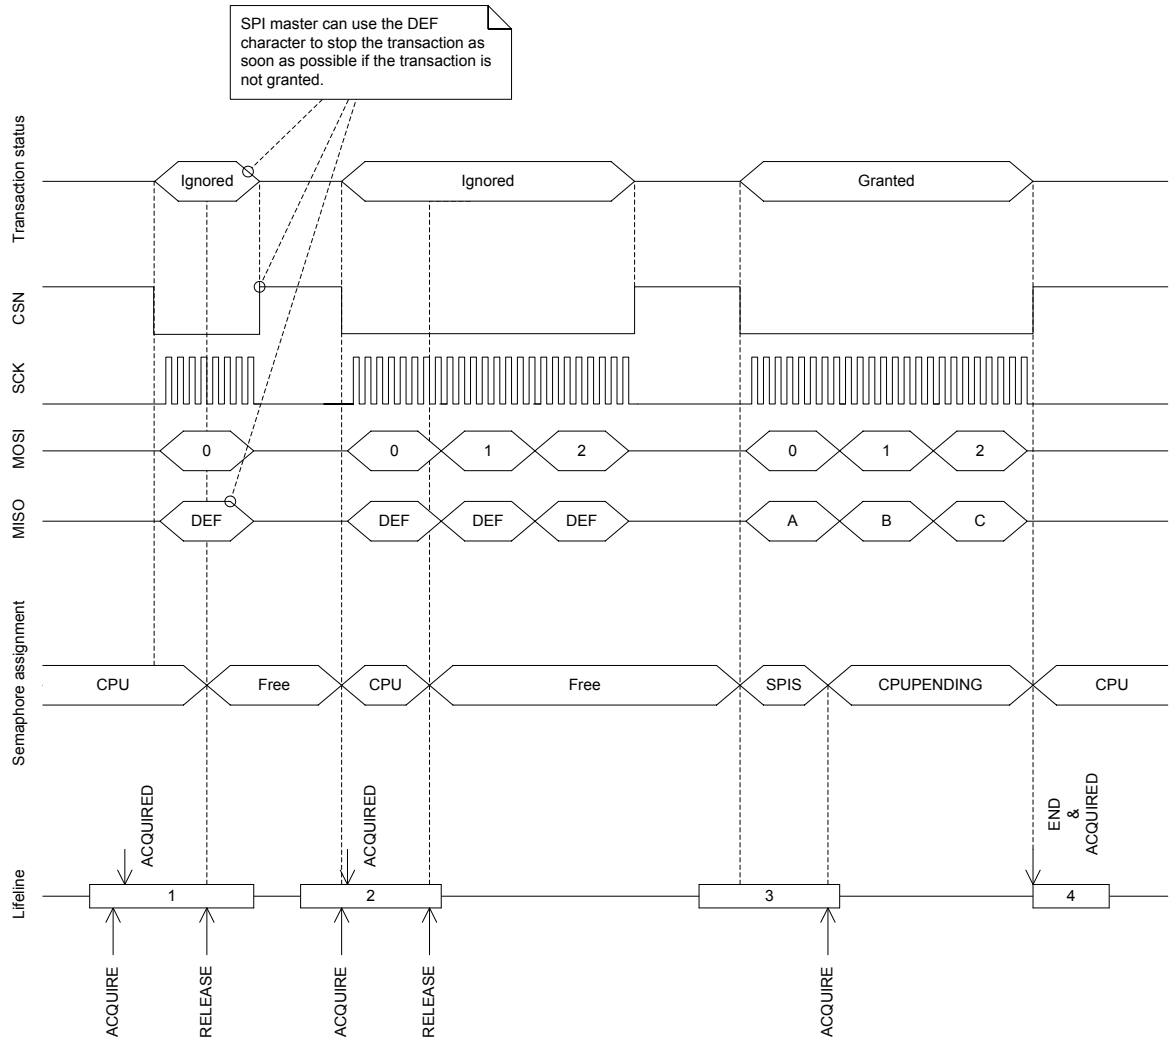

Figure 74: SPI transaction when shortcut between END and ACQUIRE is enabled
See *Figure 74: SPI transaction when shortcut between END and ACQUIRE is enabled* on page 294.
Before the CPU can safely update the RXD.PTR and TXD.PTR pointers it must first acquire the SPI semaphore. The CPU can acquire the semaphore by triggering the ACQUIRE task and then receiving the ACQUIRED event. When the CPU has updated the RXD.PTR and TXD.PTR pointers the CPU must release the semaphore before the SPI slave will be able to acquire it. The CPU releases the semaphore by triggering the RELEASE task. This is illustrated in *Figure 74: SPI transaction when shortcut between END and ACQUIRE is enabled* on page 294. Triggering the RELEASE task when the semaphore is not granted to the CPU will have no effect.
The SPI slave will try to acquire the semaphore when CSN goes low. If the SPI slave does not manage to acquire the semaphore at this point, the transaction will be ignored. This means that all incoming data on MOSI will be discarded, and the DEF (default) character will be clocked out on the MISO line throughout the whole transaction. This will also be the case even if the semaphore is released by the CPU during the transaction. In case of a race condition where the CPU and the SPI slave try to acquire the semaphore at the same time, as illustrated in lifeline item 2 in *Figure 74: SPI transaction when shortcut between END and ACQUIRE is enabled* on page 294, the semaphore will be granted to the CPU.